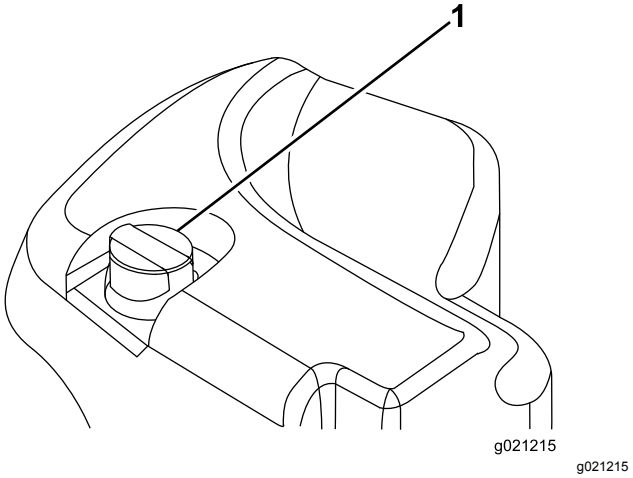

Figur 29
2. Rengør området omkring påfyldningsstudsen og hydrauliktankens dæksel (Figur 29). Fjern dækslet fra påfyldningsstudsen.